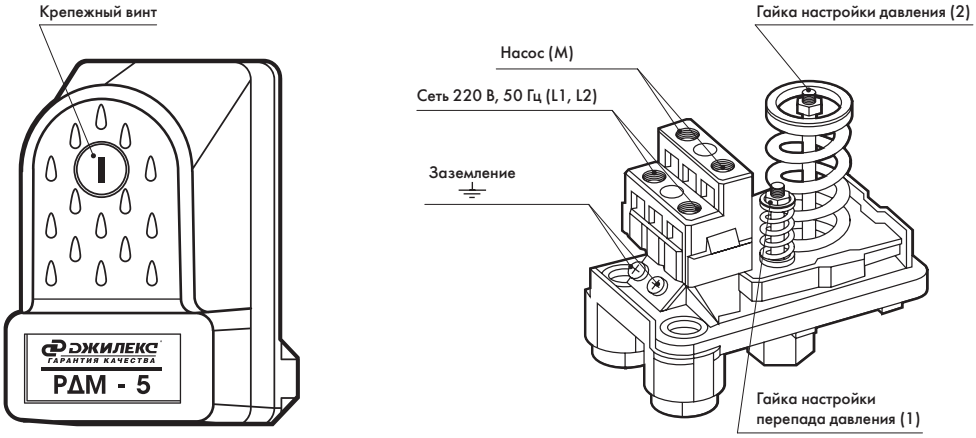

Рисунок 6
- отвинтите крепежный винт на крышке реле давления (рисунок 6), снимите крышку.
Давление регулируется гайкой (2), фиксирующей положение пружины (рисунок 6). Для увеличения давления включения и выключения насоса заверните гайку по часовой стрелке. Для уменьшения отверните гайку против часовой стрелки, чтобы ослабить пружину.
**ВНИМАНИЕ!** При вращении гайки (2) значение верхнего и нижнего предела давления будет изменяться на одинаковую величину.